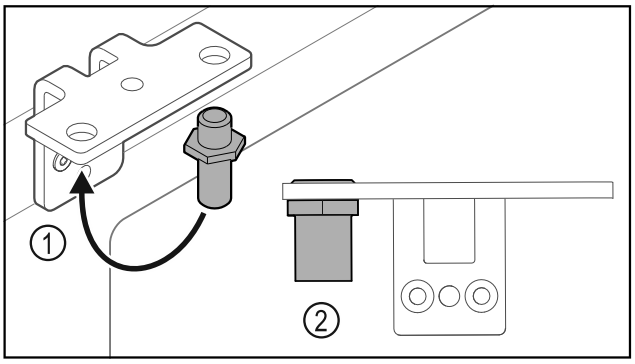

Fig. 22
▶ Mutați bolțul *Fig. 22 (1)* în colțarul balamalei.
▶ Strângeți bolțul *Fig. 22 (2)* cu **cuplul de 12 Nm**.